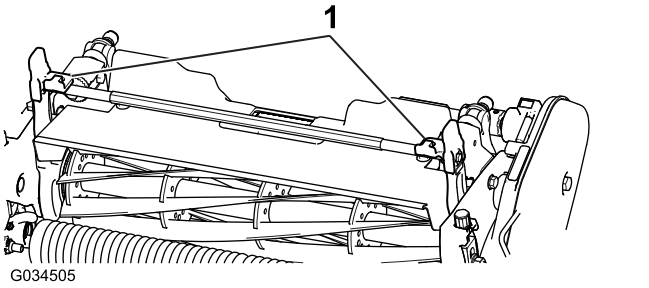
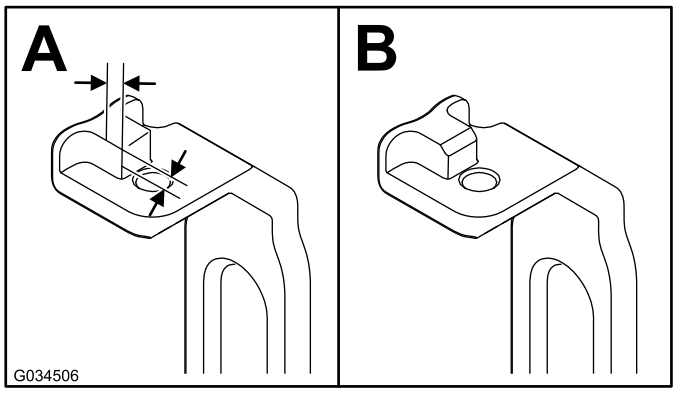

Figur 4
Figur 5
2. Mät 2,3 mm in på båda lyftarmarnas flikar (Figur 4) och slipa ned hörnen enligt Figur 5.